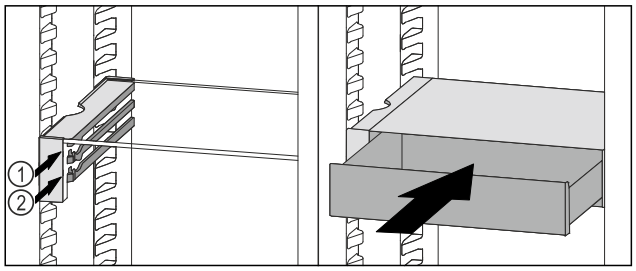

Fig. 170
- ▶ Place the VarioSafe drawer behind the stoppers on desired rib *Fig. 170 (1)* or *Fig. 170 (2)*.